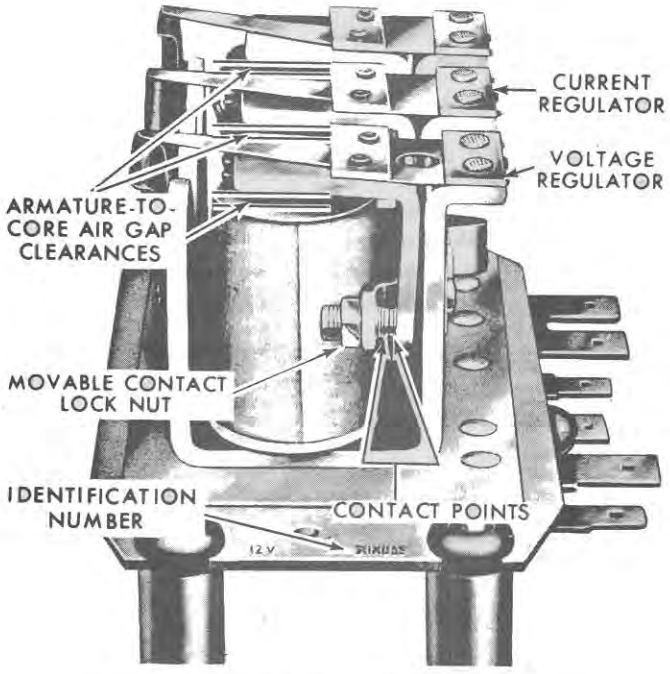

Figure 26
This section includes information on both the 11-amp. and the 22-amp. generator regulators. The generator regulators are not interchangeable. An 11-amp. generator regulator must be used with an 11-amp. generator, and a 22-amp. generator regulator must be used with a 22-amp. generator. The 11-amp. generator regulator and the 22-amp. generator regulator can be identified by the numbers stamped on the base plate. See Figure 26. Refer to the specifications, page 70, for the respective identification numbers. Electrical checks and mechanical adjustments are the same for both models; differences in the settings are detailed as required.
Air Gap Adjustment: If the movable contact points have been removed for cleaning, or if the gap is not to specifications, the armature-to-core air gap clearances must be reset. See Figure 26. Refer to the specifications, page 70, for the required air gap clearances.
Air Gap Adjustment: The cutout relay armature-to-core air gap should be 0.035-0.045 in. (0.890-1.140 mm), measured by a suitable feeler blade inserted as far as the rivet heads will allow, Figure 26.
3. Remove the voltage regulator or current regulator movable contact points by loosening the movable contact lock nuts, Figure 26, and unscrewing the contacts from the armature extensions.